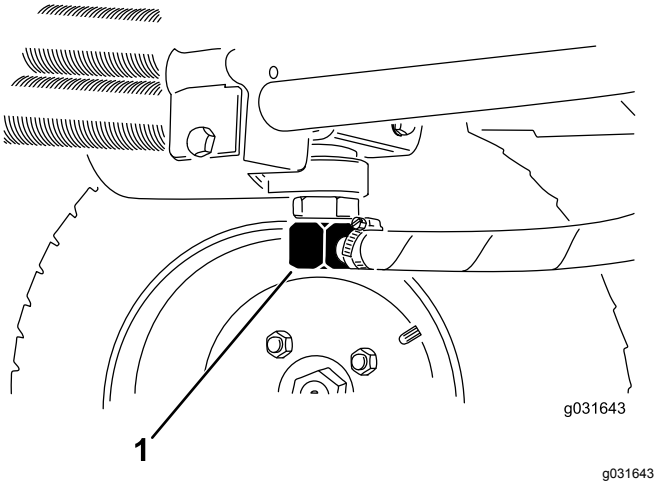
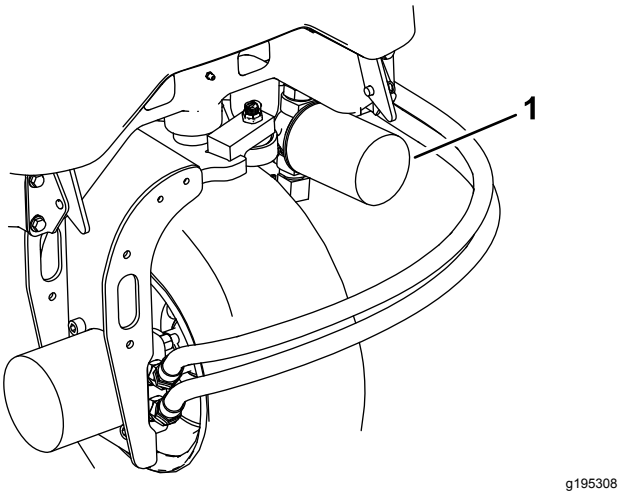

Figur 66
Figur 68
2. Lossa hydraulledningen eller ta bort hydraulfiltret och låt hydraulvätskan rinna ned i ett avtappningskärl (Figur 68 och Figur 66).
3. Sätt tillbaka hydraulledningen när hydraulvätskan har slutat att rinna (Figur 66).
3. Rengör området där filtret ska monteras, placera ett avtappningskärl under filtret och ta bort filtret (Figur 68).